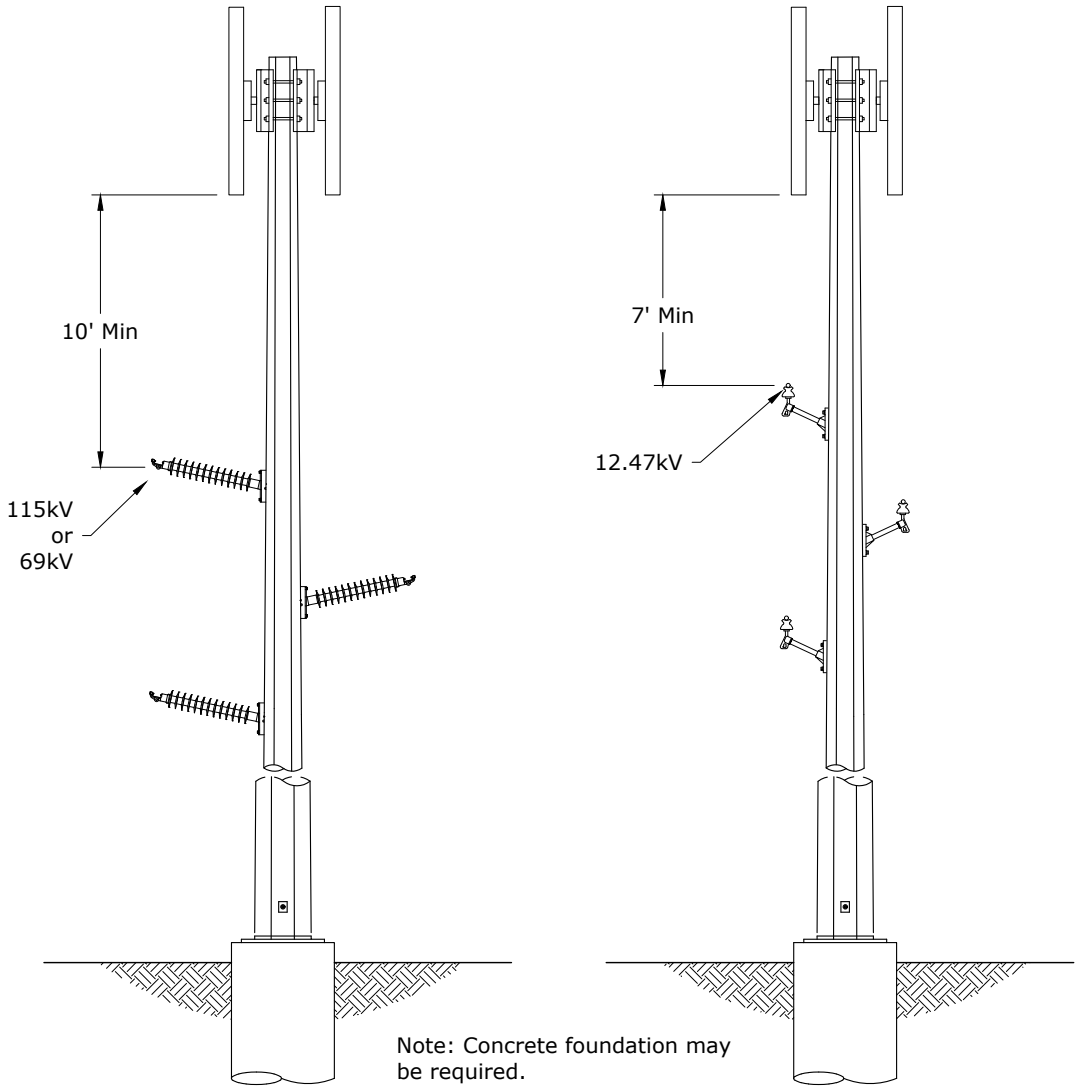

Figure 1: Macrocell clearances.
A. The minimum clearance from distribution or transmission to the antenna is shown in Figure 1.